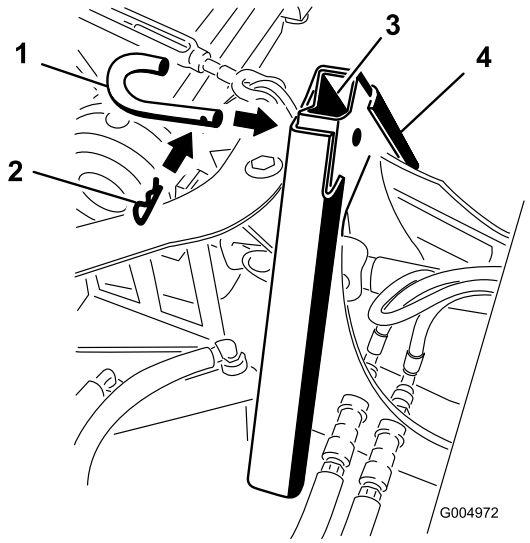

Figur 14
- Fäst hållarna tillsammans med redskapssprinten och hårnålssprinten i enlighet med Figur 14. Vid tyngre laster kan en mutter och en bult bytas ut.